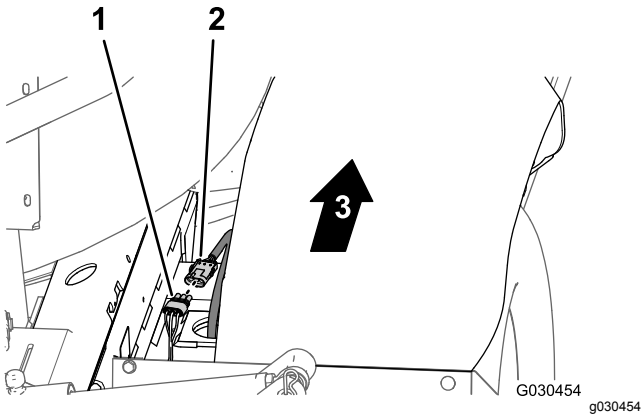

Figur 54
1. Ved bagenden af maskinen (mellem højre stelrør og højre kofanger) frakobles konnektoren med 3 ben på hastighedssensornettet ved den højre hydraulik-motor fra konnektoren med 3 sokler på bageste hovedledningsnet (Figur 54).